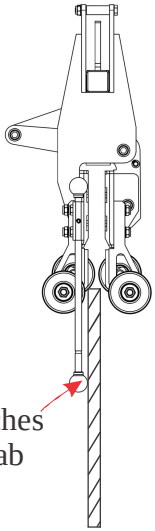

Figure 1c
- Move the lifter towards the porcelain slab until the plastic balls of the guide shafts touch the porcelain slab slightly (Figure1c).